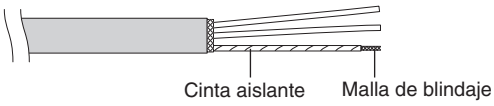

Fig. 4-10
(2) Desenrolle con cuidado el cable trenzado y trence los cables blindados destrenzados firmemente uno con el otro. Aísle los cables blindados cubriéndolos con un tubo de aislamiento o con cinta aislante alrededor de ellos. (Fig. 4-10)